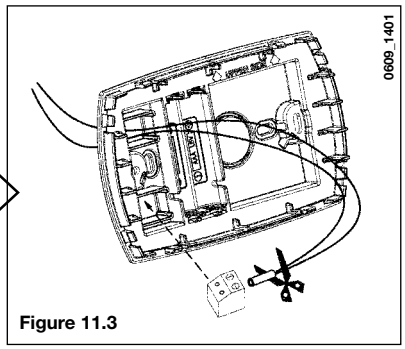

Figure 11.3
4. Ouvrir la commande à distance (il n'y a pas de vis) en soulevant avec les mains, couper et relier le câble rouge, comme le montre la figure 11.3;